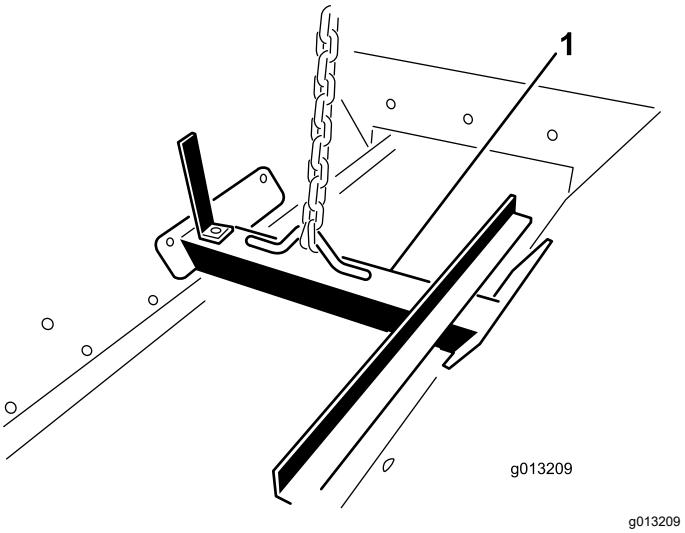

Figur 15
1. Fäst en lyftanordning i lyftfästet som sitter inuti tråget (Figur 15).